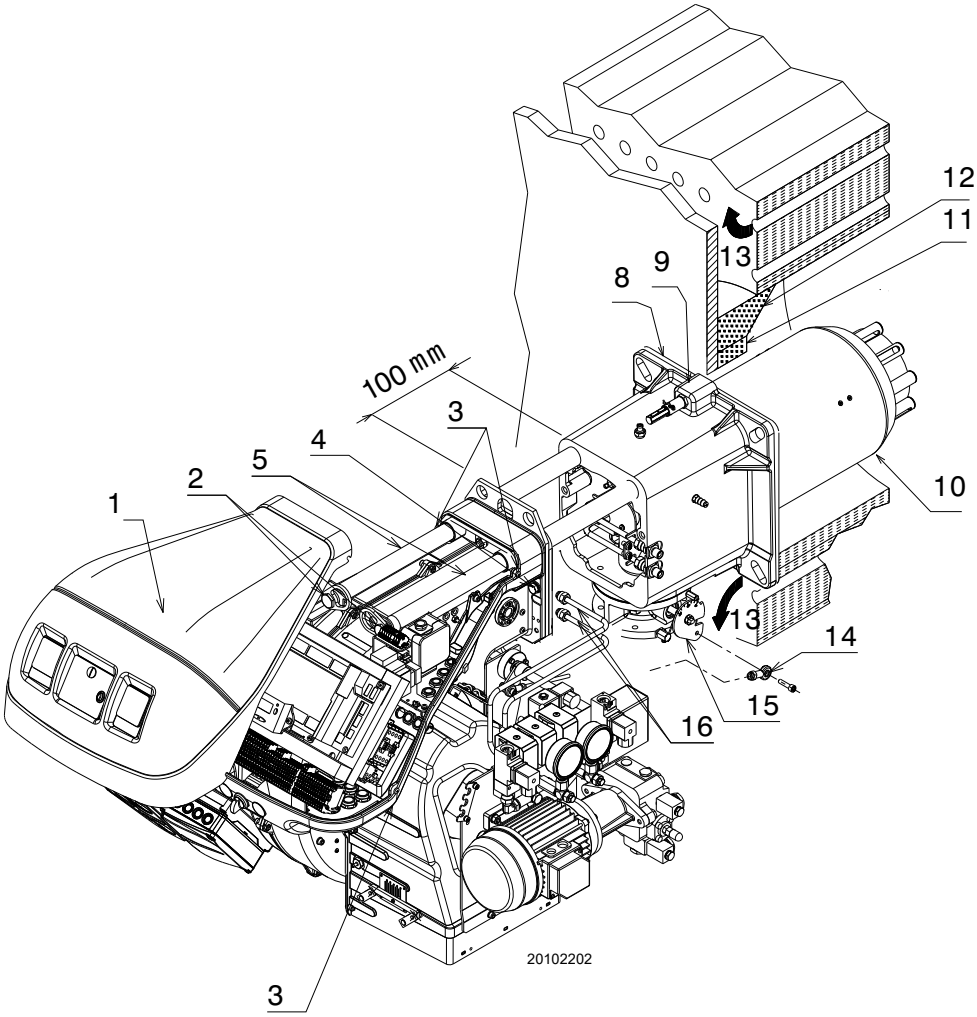

Fig. 16
Pentru centralele cu trecere frontală a gazelor arse 13)(Fig. 16) sau cu cameră de flacără inversă, o căptușeală refractară 11), între căminul refractar 12) și duza 10).
Apoi separați capul de combustie de restul arzătorului, (Fig. 16). Pentru a face acest lucru, procedați după cum urmează:
- ➤ reasamblați arzătorul pe ghidaje 3) la aproximativ 100 mm de manșon 4) - arzătorul în poziția ilustrată de Fig. 16;